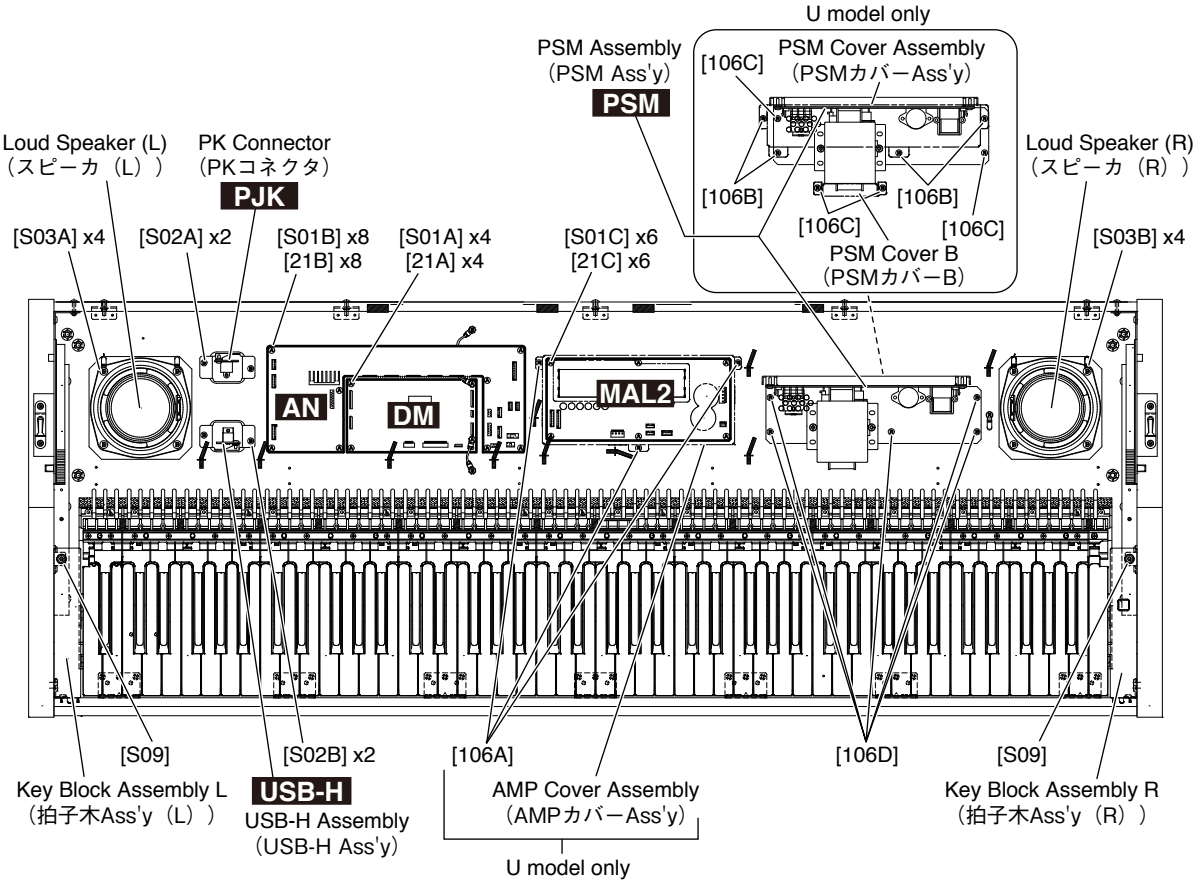

Fig.3（図 3）
2-2 Each circuit board and assembly can be removed by removing its fixing screws as listed below. (Table 2, Fig.3)
2-2 表 2 のネジを外すことにより、基板・アッセンブリを外すことができます。(表 2、図 3)
*3 U model only: When removing the PSM assembly, remove the PSM cover assembly and the PSM cover B first. (Fig. 3)
*3 U仕向けのみ: PSM Ass'yを外す時は、先にPSMカバーAss'yとPSMカバーBを外します。(図3)